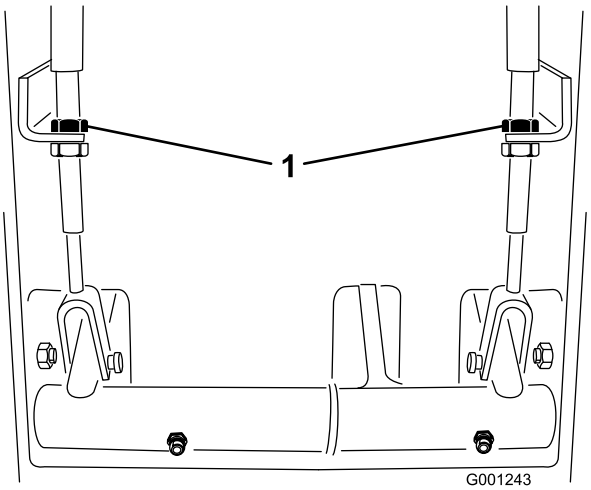

Figur 63
2. Dra åt bromsarna genom att lossa den främre muttern på bromskabelns gängade ände för att minska bromspedalernas fria spel (Figur 63). Dra sedan åt bakmuttern för att flytta kabeln bakåt tills bromspedalerna får ett fritt spel på 13 mm till 25 mm.